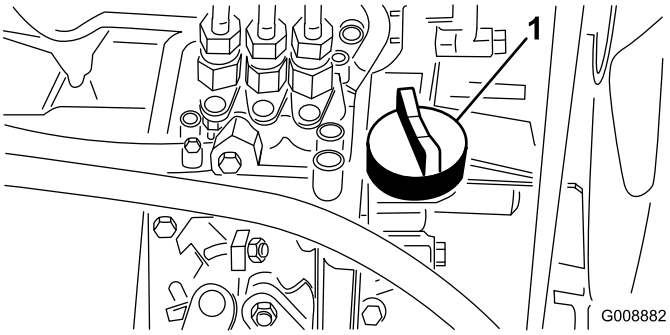

Figur 36
4. Hvis oliestanden er lav, skal du fjerne oliepåfyldningsdækslet (Figur 36) og gradvist fylde små mængder olie på og ofte kontrollere oliestanden, indtil den når FULL-mærket på målepinden.